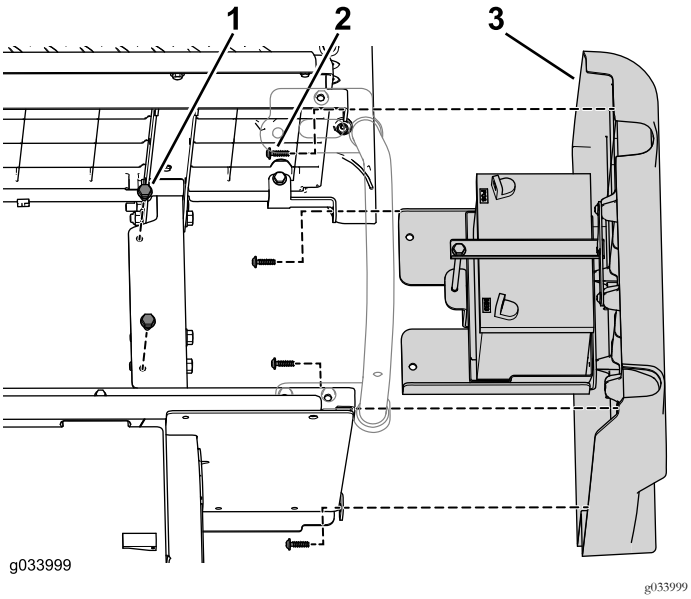

Figuur 5
2. Verwijder de 2 flensbouten waarmee de accubak bevestigd is aan het chassis (Figuur 5).
3. Verwijder de 4 schroeven waarmee het rechterpaneel bevestigd is aan de onderste stoeleenheid (Figuur 5).